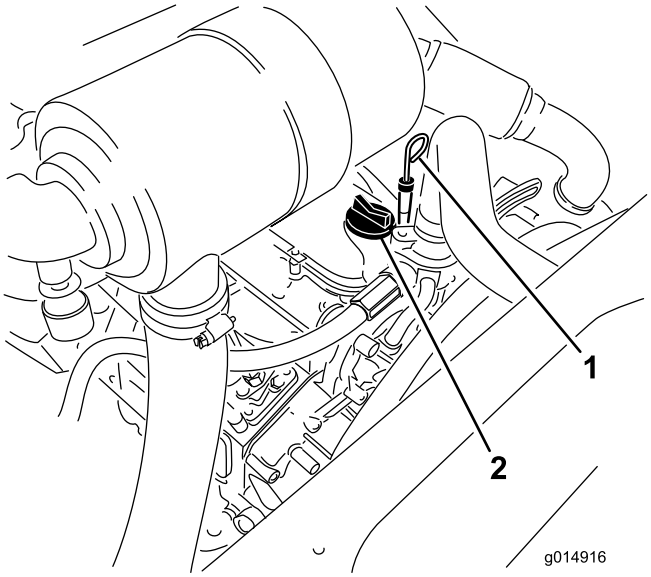

Рисунок 27
3. Извлеките масломерный щуп, тщательно протрите и снова вставьте его (Рисунок 27).
5. Если уровень масла находится ниже отметки FULL (ПОЛНЫЙ), снимите крышку заливной горловины (Рисунок 27) и добавляйте масло, пока его уровень не достигнет отметки FULL (ПОЛНЫЙ) на щупе. **Не допускайте переполнения.**